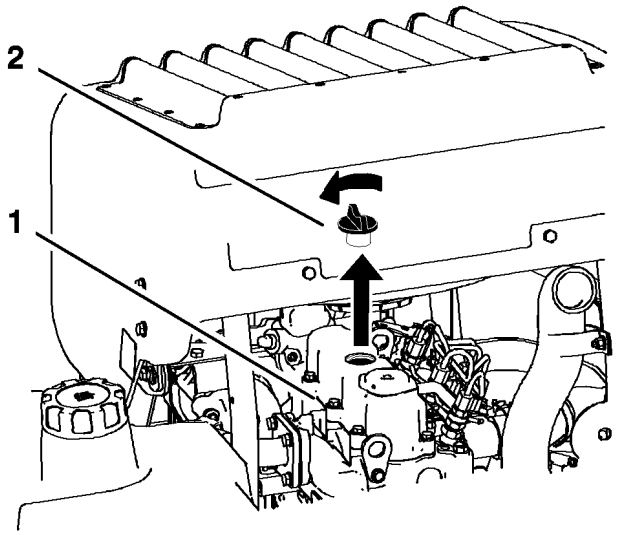

Figur 39
6. Ta bort oljepåfyllningslocket på motorns ovansida (Figur 39). Detta gör det lättare att tömma ut oljan.
2. Ta bort oljepåfyllningslocket och oljestickan (Figur 39).